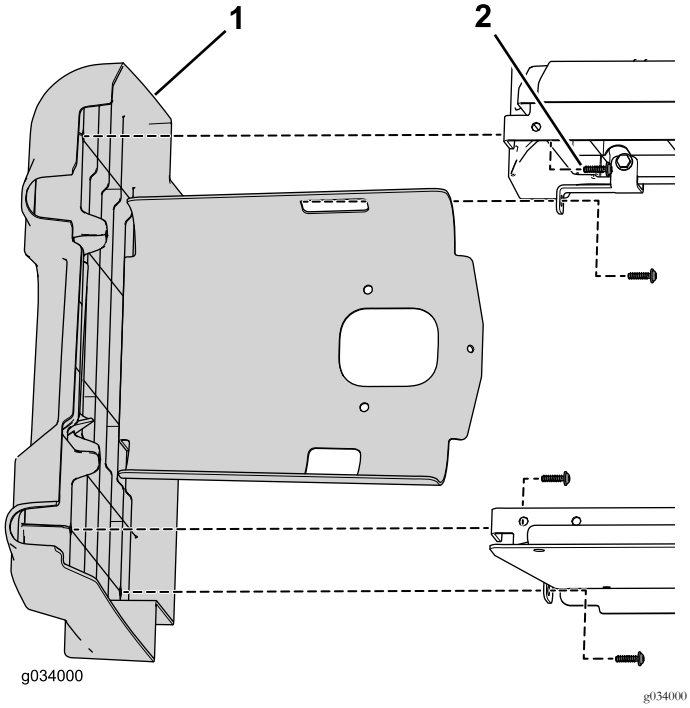
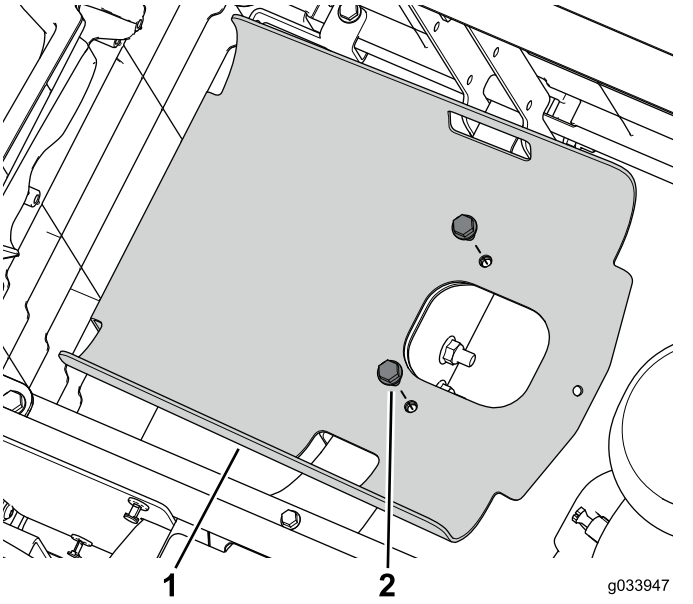

Figur 46
Figur 47
4. Bruk monteringsdelene du fjernet tidligere, til å montere den originale venstre panelenheten til de bakre setebasepanelene (Figur 46 og Figur 47).